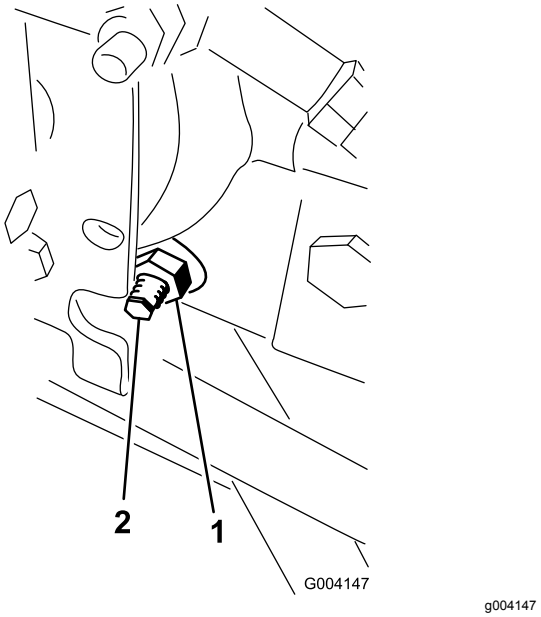

Figur 80
3. På den høyre siden av hydrostaten løsner du festeskruen på trekkjusteringskammen (Figur 80).